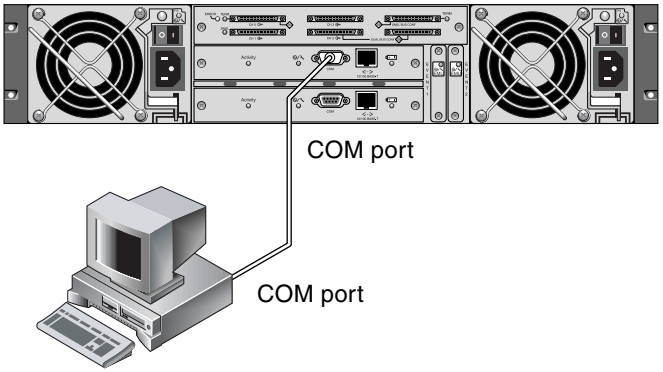

Figure D-1 RAID Array COM Port Connected Locally to the COM Port of a Workstation or Computer Terminal
1. Connect the RAID array COM port to a serial port of a Solaris workstation (see Figure D-1).